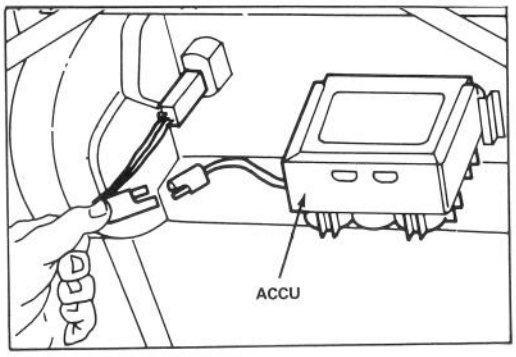

Afbeelding 3
4. Accu opladen (Key-Lectric Start Model): Verwijs naar "Accu opladen", pagina 11. Schuif de accu, met plaatje naar boven, tussen de gleuven aan de achterkant van het bedieningspaneel en verbindt de draden (Afb. 3). Doe de sleutel in het contact wanneer u gereed bent om de motor te starten.